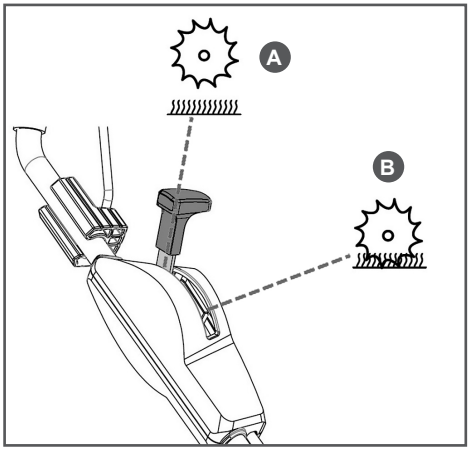

Рис. 19 Положения рычага переключения
3. Переведите рычаг переключения положений рабочего валика в нижнее (рабочее) положение (Рис. 19) и, толкая скарификатор перед собой, начните обработку газона.
4. Перед разворотом скарификатора в обратном направлении или поворотом всегда переводите рычаг переключения положений рабочего валика в верхнее (транспортное) положение А (Рис. 19). Далее разверните или поверните устройство в требуемом направлении, переведите рычаг переключения положений рабочего валика в нижнее (рабочее) положение В (Рис. 19) и продолжите работу.